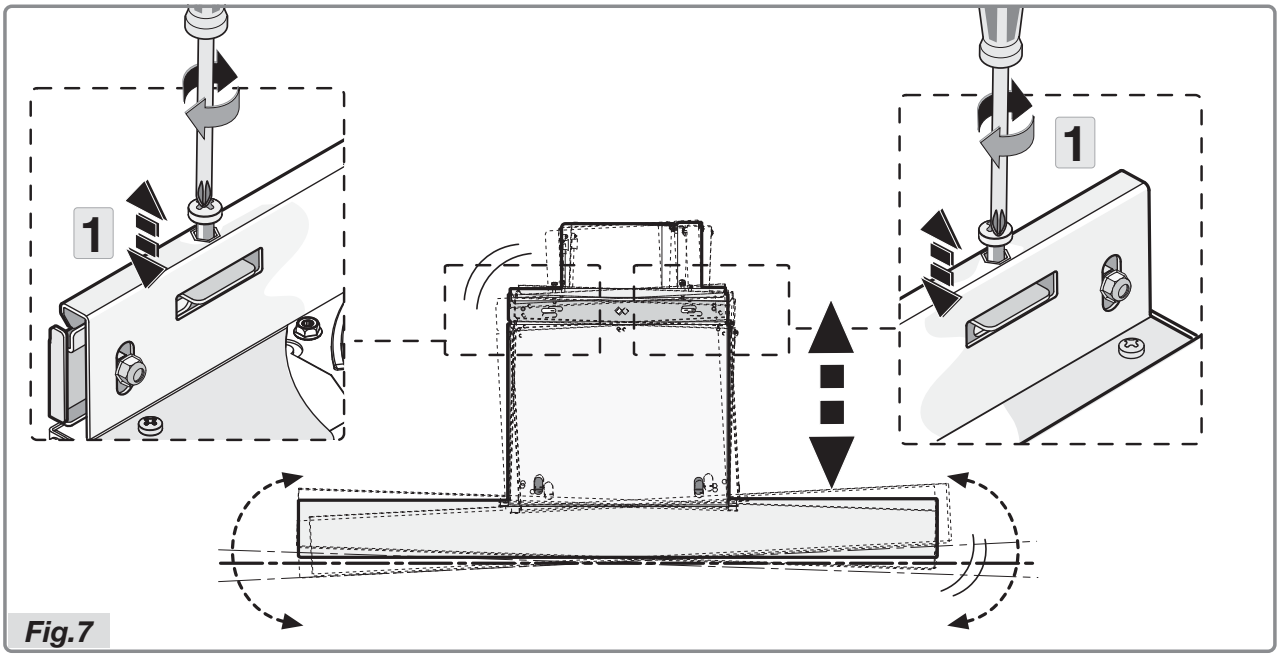

Fig.7
- Aligner l'appareil dans le sens horizontal, en réglant les deux vis de nivellement (figure 7 phase 1).